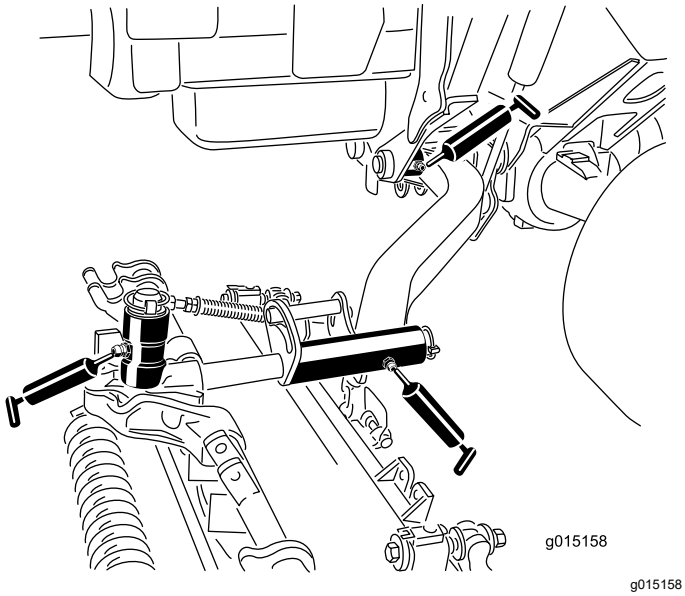

**Figur 83**
- Løftearmens tapphylser (én per klippeenhet) (Figur 83)
- Klippeenhetens bæreramme (to per klippeenhet) (Figur 83)
- Klippeenhetens løftearmtapp (én per klippeenhet) (Figur 83)